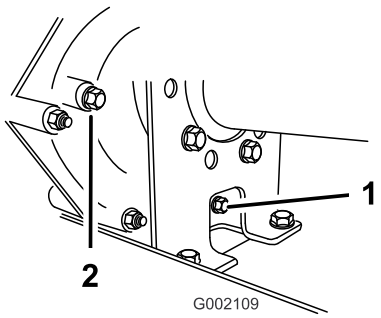
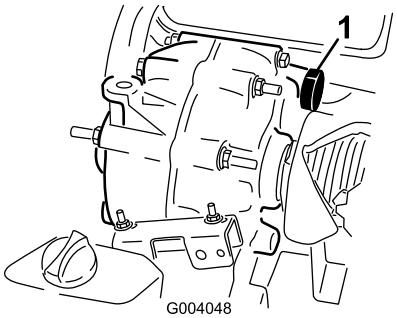

Figur 42
Figur 43
2. Fjern tappepluggen fra høyre side av beholderen (Figur 42) og la væsken strømme ut i en beholder. Sett på og stram pluggen igjen når væsken slutter å renne.
3. Fyll tanken (Figur 43) med ca. 1,4 liter SAE 10W30-motorolje eller til oljenivået er på bunnen av nivåindikatorhullet (Figur 42).